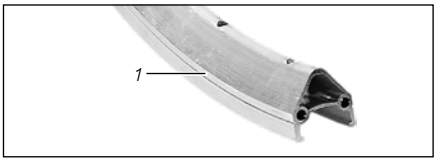

Fig. :60 (à titre d'exemple)
- Les jantes modernes ont un témoin d'usure sur le flanc latéral. Celui-ci peut se présenter sous différentes formes. Il peut s'agir d'une rainure plate visible sur tout le pourtour de la jante *(voir « Fig. :60 (à titre d'exemple) »)* ou d'un point sur la jante, situé généralement à proximité de la valve.